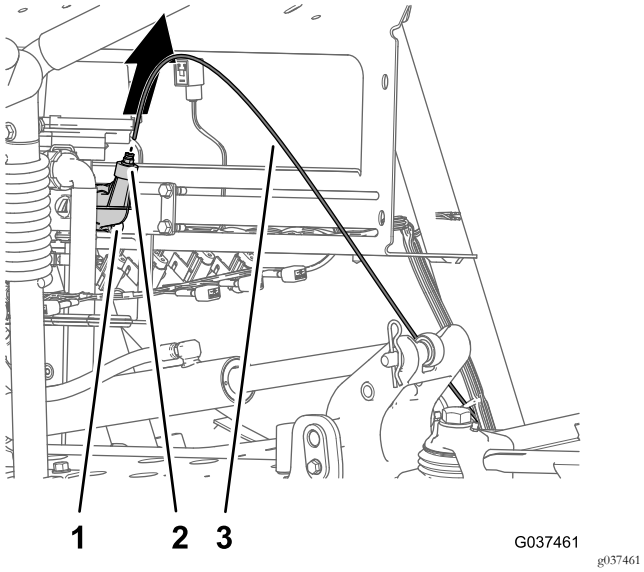

Figura 10
1. Empuje hacia dentro el collar del acoplamiento de tubo del conector de la válvula de sección del brazo derecho (Figura 10).
2. Tire del tubo del sensor de presión del indicador del salpicadero para sacarlo del acoplamiento del tubo (Figura 10).